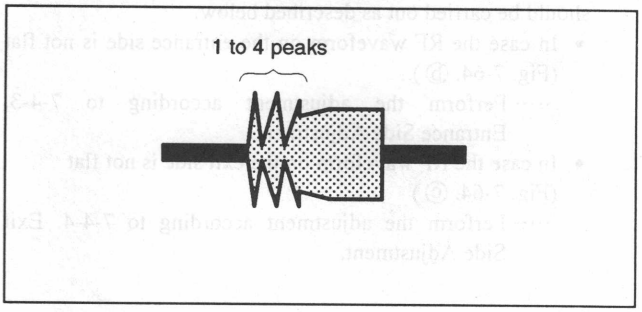

Fig. 7-67.
2) Confirm that the RF waveform on the entrance side has 1 to 4 peaks in this condition. If not, adjust as follows. (See Fig. 7-67.)